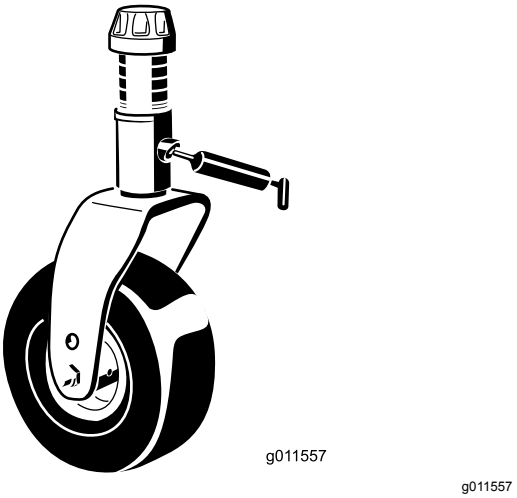

Figur 61
- Bussningar på hjulgaffelns axel (2) (Figur 61)